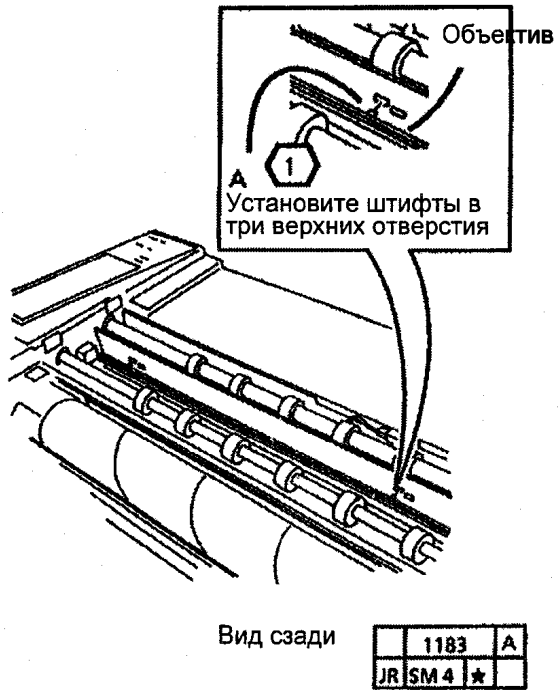

Рис. 2 Правильное положение объектива
1. (РИС. 2): ПРАВИЛЬНОЕ ПОЛОЖЕНИЕ ОБЪЕКТИВА.